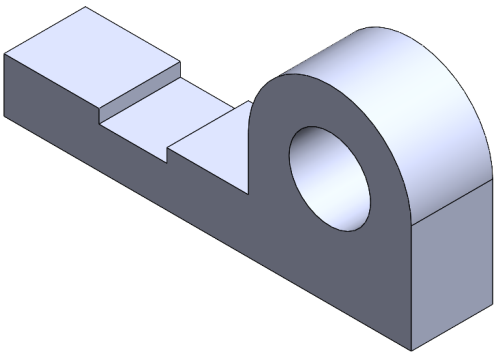

***Figure 2-79** Isometric view of the solid model*
4. Choose the **View Orientation** button from the **View (Heads-Up)** toolbar; a flyout is displayed. Choose the **Isometric** button from it. If the origin is displayed, turn off the display of the origin in the model by choosing **Hide/Show Items > View Origins** from the **View (Heads-Up)** toolbar. The isometric view of the resulting solid model is shown in Figure 2-79.